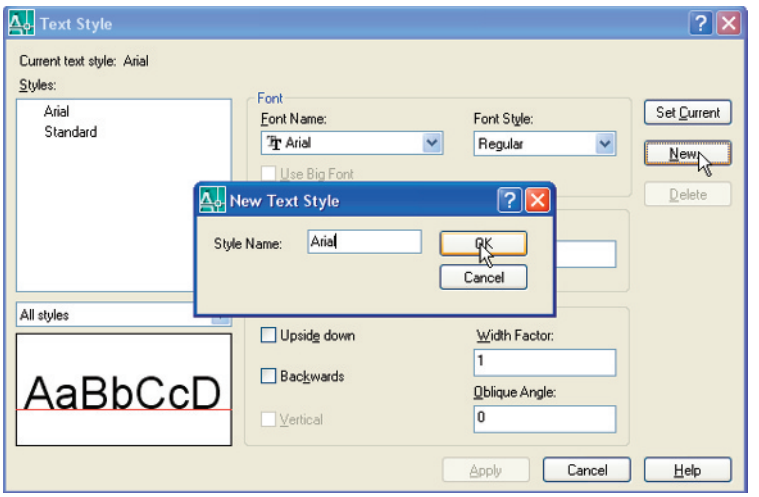

Fig. 4.9 The **New Text Style** sub-dialog
3. *Left-click* the **New** button and *enter* **Arial** in the **New Text Style** sub-dialog which appears (Fig. 4.9) and *click* the **OK** button.